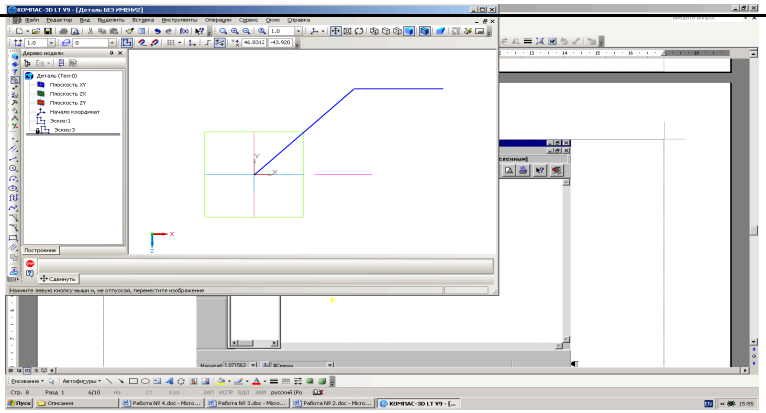

Рис. 4.6. Примерный вид эскиза Отрезок и эскиза-траектории Ломаная линия с одной точкой изгиба.
2.8. Завершите работу с эскизом-траекторией. Сравните свой результат с рис. 4.6.